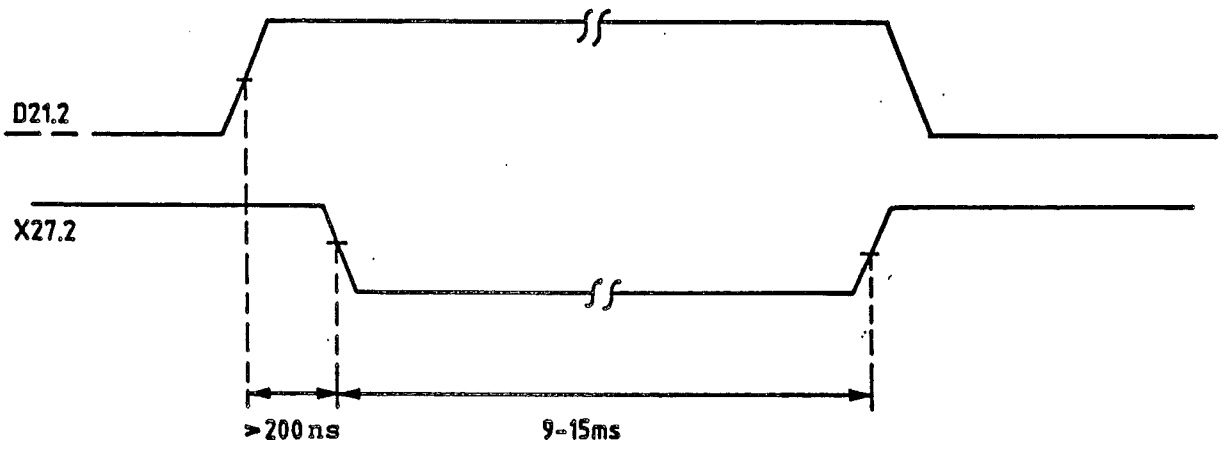

Bild 5-7 Programmier-Impuls EEPROM
3. Spannungsverlauf an X27.2 und D21.2 mit Bild 5-7 vergleichen.